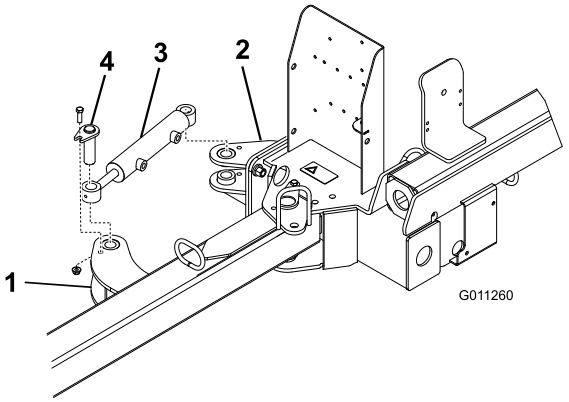

**Figur 6**
2. Fest hver ende av hydraulikksylinderen til en aktuatortapp med en boltenhet, en bolt på 3/8 x 1 1/4 tomme og en flensmutter (3/8 tomme) (Figur 6).